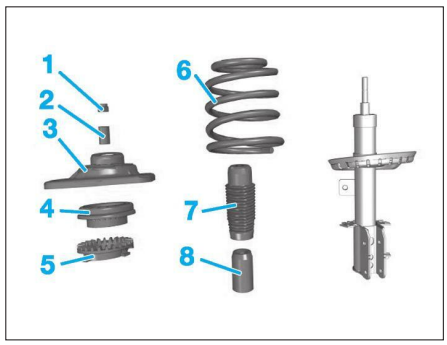

**Fig. 8**
- l'écrou (1) **(Fig.8)**,
- l'entretoise (2),
- le support (3),